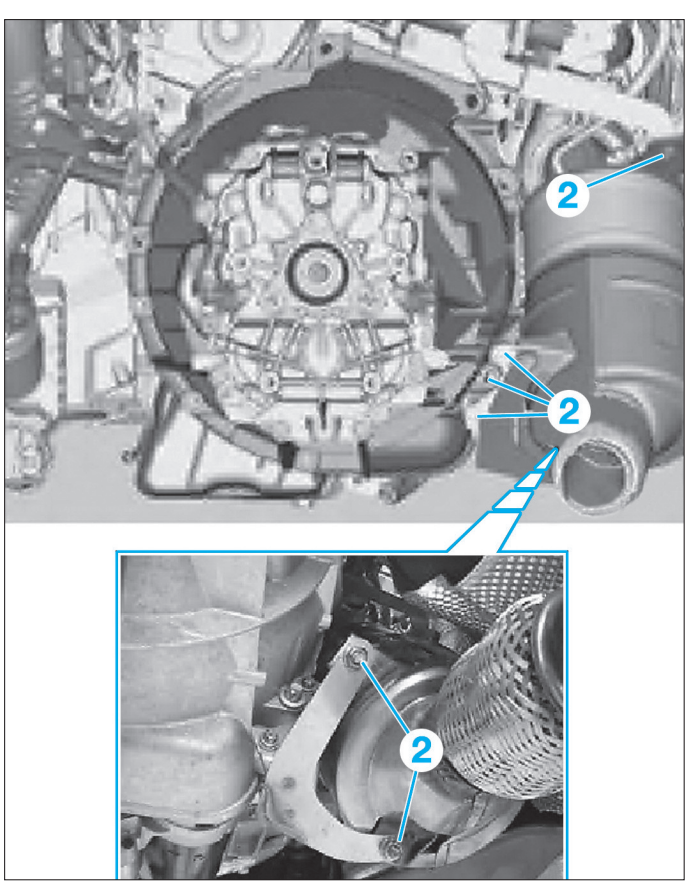

Fig. 3
- les fixations (2) de l'ensemble filtre à particules avec précatalyseur **(Fig.3)**.